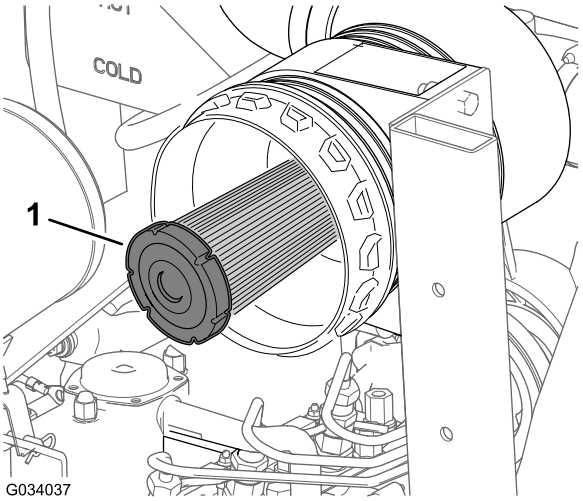

Figur 49
2. Kontrollera luftrenarens säkerhetsfilter med avseende på damm och skräp (Figur 49).
Viktigt: Försök aldrig att rengöra säkerhetsfiltret (Figur 49). Byt ut säkerhetsfiltret mot ett nytt var tredje gång huvudfiltret servas.